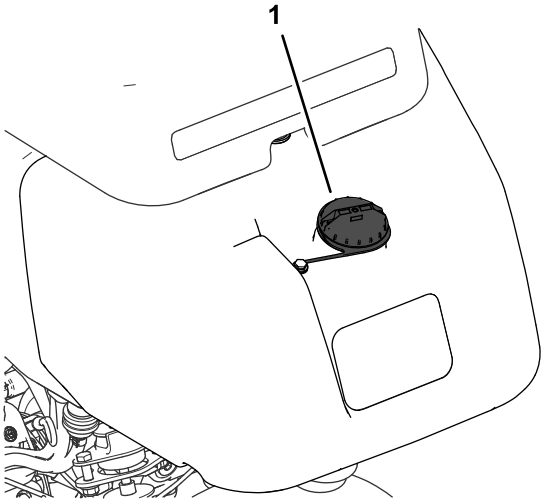

Rysunek 21
1. Oczyść obszar wokół korka wlewu paliwa i odkręć korek (Rysunek 21).